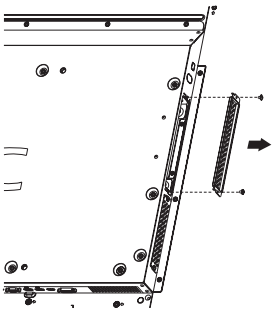

Figure 1
2. Retirez le couvercle du logement en dévissant les vis (**Figure 1**).